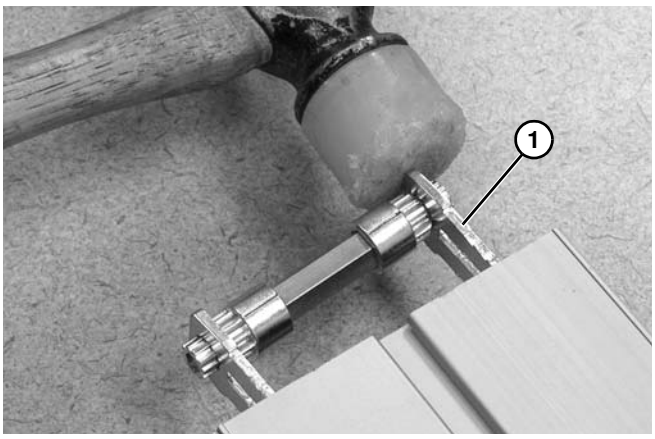
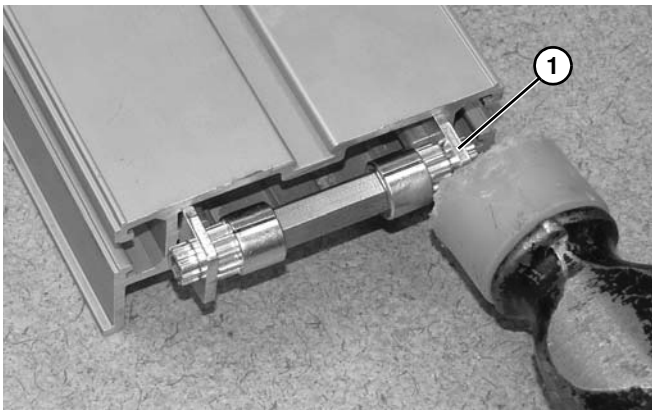

Figure 93
Figure 94
8. Taper sur les plaques de retenue **(Figure 93, élément 1)** et **(Figure 94, élément 1)** avec un marteau jusqu'à ce que l'ensemble soit complètement installé.